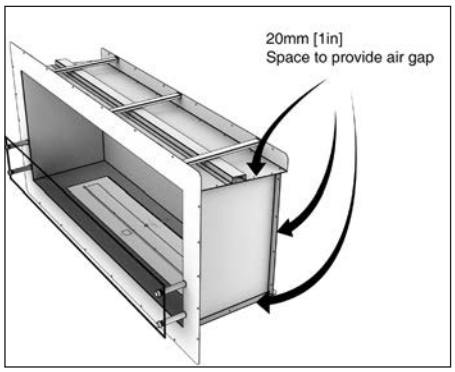

ABB.3
- Sie müssen auf allen Seiten über eingebaute Abstandhalter von 20 mm [0,8 Zoll] verfügen, um sicherzustellen, dass sie nicht direkt mit brennbaren Materialien in Berührung kommen. Um die Firebox muss zur Isolation ein Luftspalt vorgesehen sein. *(ABB. 3)*